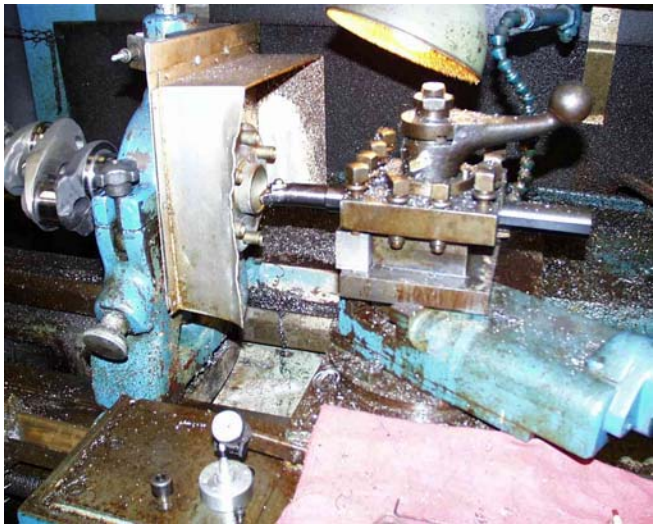

Figure 7-4B.
d. Secure steady rest on #1 main journal diameter. See figure 7-4B.